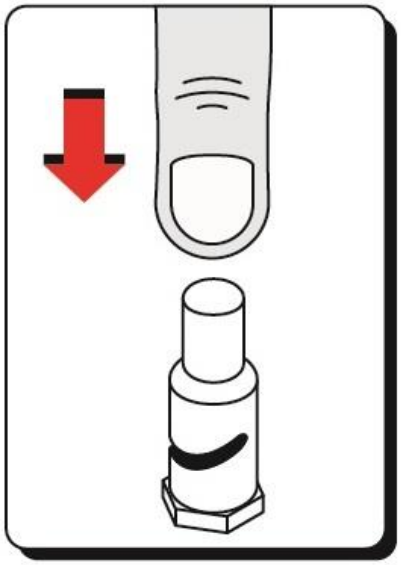

FIGURE 3-2 PRESS DOWN ON THE TERMINAL POST
2. Firmly press down on the first terminal post (Figure 3-2).